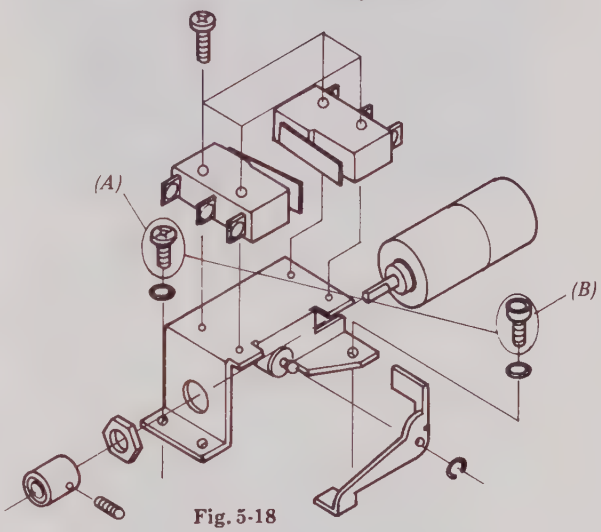

Fig. 5-18
- Remove pinch roller elevator motor assembly by 2 screws A and B. (Fig. 5-18)